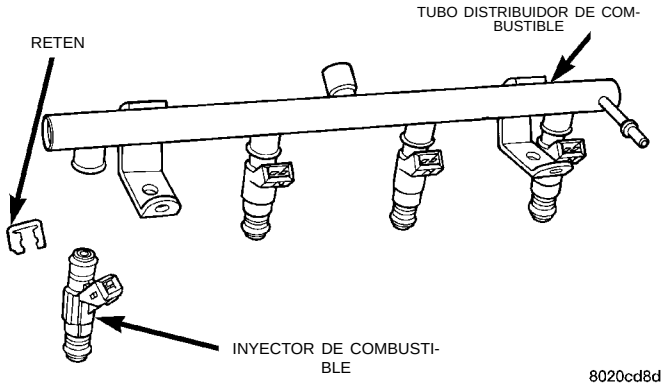

Fig. 29 Retén de inyectores de combustible
(7) Retire el retén de los inyectores de combustible (Fig. 29).